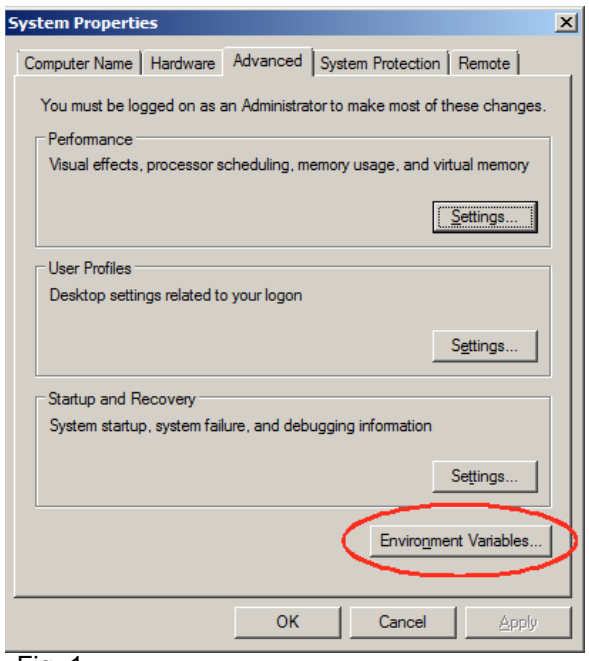

Fig. 1
3. On the **Advanced** tab, click **Environment Variables**. See Fig. 1.